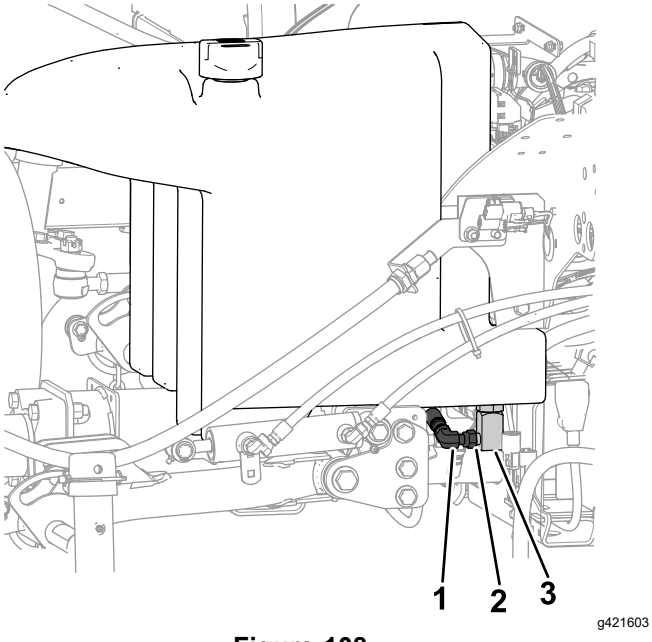

Figure 108
2. Place a large drain pan under the manifold (Figure 108) on the bottom the hydraulic tank; refer to Hydraulic Fluid Capacity (page 64).